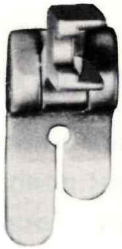

Fig. 23
(B) Replace with straight stitch presser foot (Fig. 23).
(2) Needle Plate